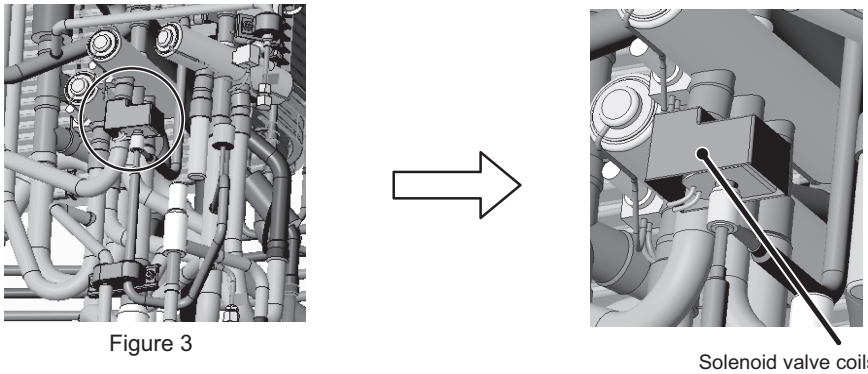

Figure 3
(2) Remove the coils from four-way valves (21S4a, 21A4b, and 21S4c), solenoid valve (SV2), coil cover, and wiring. (See Figure 3.)